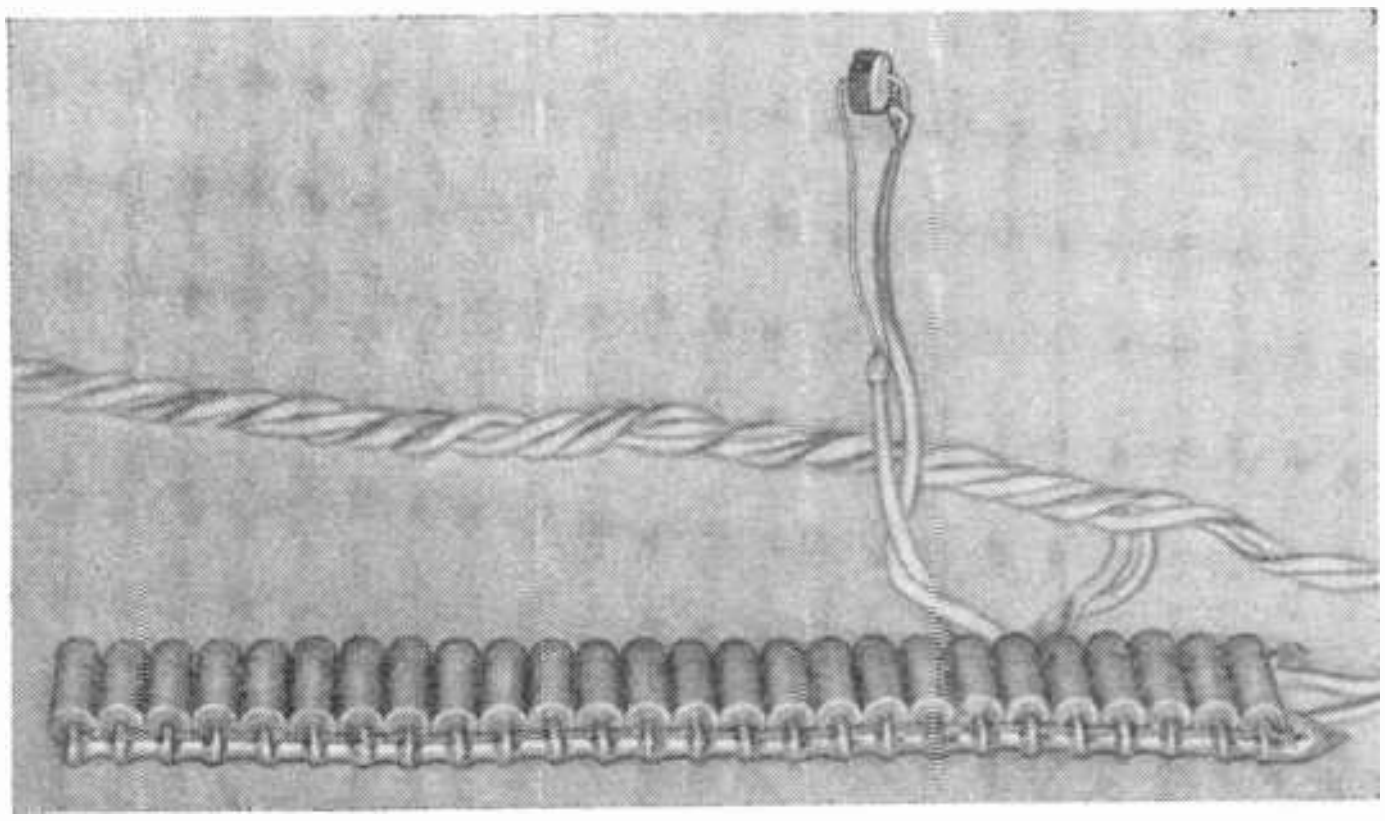

Fig. 1. Heater element (bottom) is assembled ladder fashion between two heavy-duty bus bars. Four-conductor cable is soldered to element and heat sensor.
**Construction.** The heater element, *R7*, is a simple affair made up of twenty-four (24) 300-ohm resistors connected in parallel as shown in Fig. 1. To provide rigidity to the assembly, it is suggested that you "ladder" assemble the resistors between two heavy-duty wire busses.